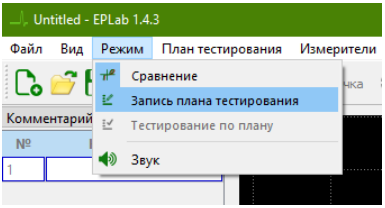

Рисунок 4.25 - Пункт меню «Запись плана тестирования» ПО EPLab.
3. Для начала записи плана тестирования, перейдите в пункт меню **Режим ► Запись плана тестирования** (рис. 4.25) или нажмите на иконку на верхней панели.